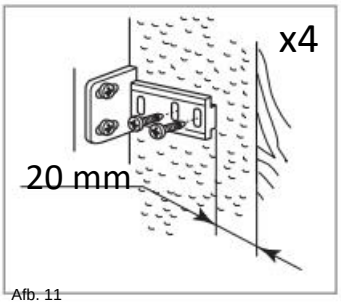

Afb. 11
- Zoek de schuif in de beugel op en bevestig de schuif aan de sleepdeur op 20 tot 22 mm vanaf de rand van de rail, zoals te zien is op fig. 11, waarbij u ervoor zorgt dat de schuif centraal en horizontaal binnen de beugel wordt geplaatst. Bevestig deze stevig met de hand.